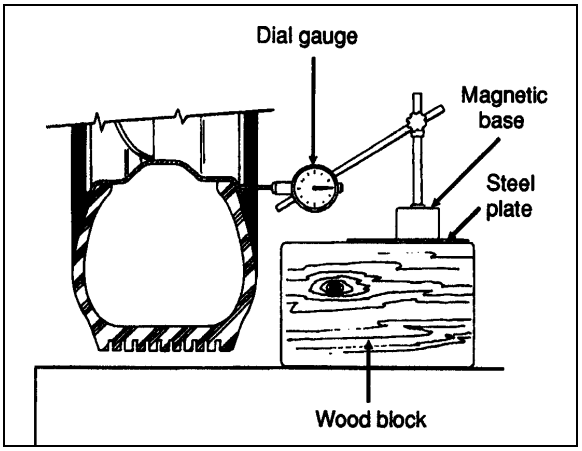

FIGURE 3: DIAL GAUGE INSTALLATION 13008
2. Check wheel lateral runout. Install a dial gauge as shown in figure 3, then rotate the wheel by hand one full turn. As the wheel turns, note any variation on the dial gauge;